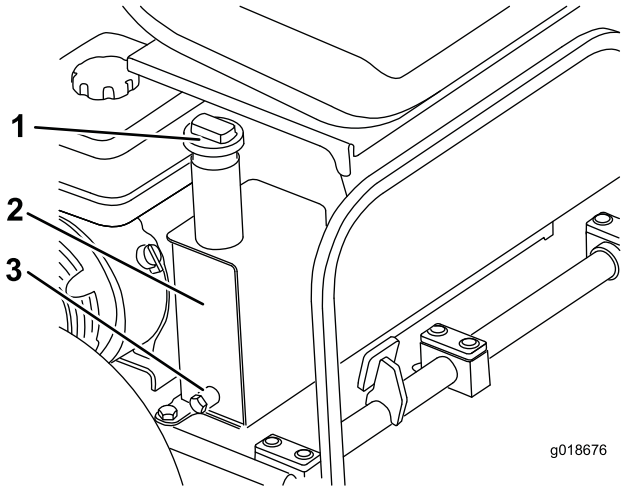

Figur 20
B. Ta bort oljetankens lock (Figur 20).
1. Ställ ett avtappningskärl under oljetankens avtappningsplugg (Figur 20).
2. Ta bort avtappningspluggen från tankens ena sida (Figur 20).
7. Ta bort oljetankslocket (Figur 20).